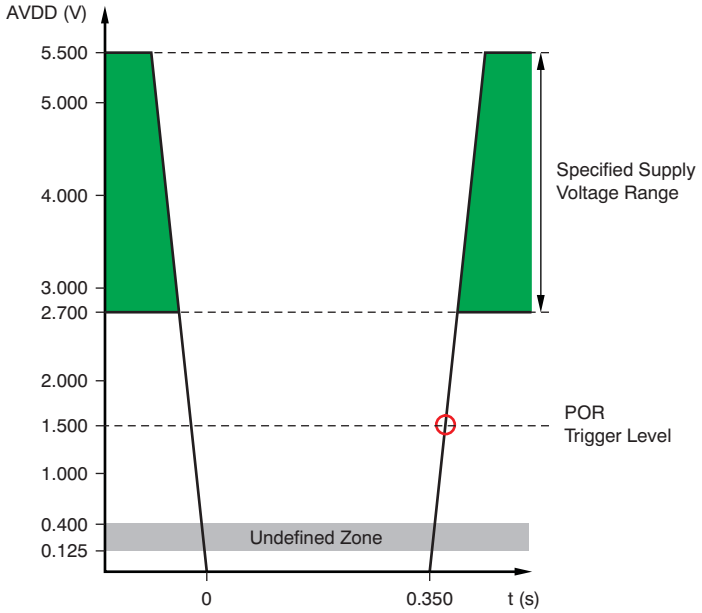

Figure 65. Relevant Voltage Levels for POR
When the device is powered up, the POR sets the device in default mode when AVDD reaches 1.5 V. When the device is powered down, the POR circuit requires AVDD to remain below 125 mV for a duration of at least 350 ms to ensure proper discharging of internal capacitors and to correct the behavior of the device when powered up again. If AVDD drops below 400 mV but remains above 125 mV, the internal POR capacitor does not discharge fully and the device requires a software reset to perform correctly after the recovery of AVDD (this is shown as the *undefined zone* in Figure 65).
- Added Figure 65 and corresponding paragraph to the *RESET* section 37